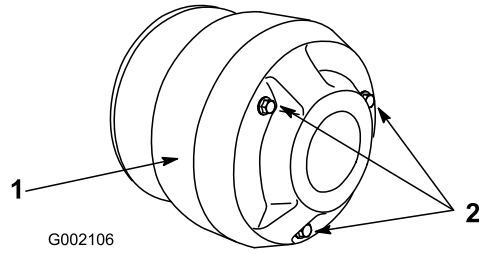

Figur 40
3. Fjern de tre bolte, der holder dækslet fast til koblingen, og fjern dækslet (Figur 40).